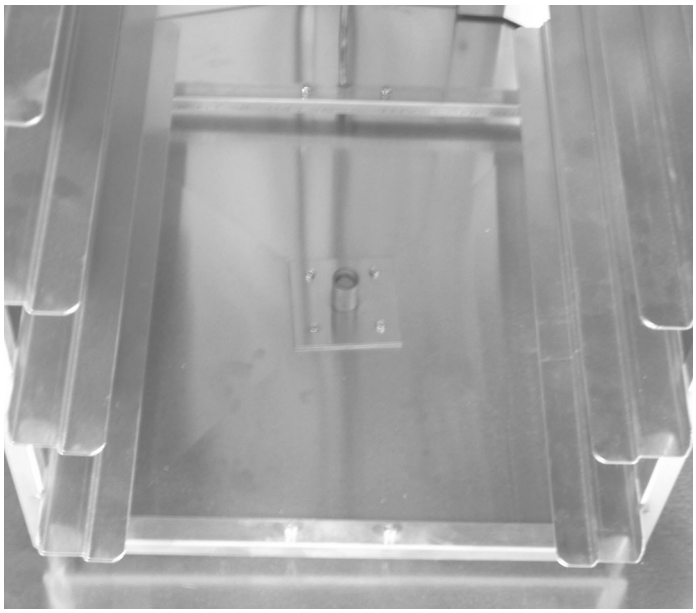

Fig. 2
3. Soulevez le plateau inférieur et retirez les quatre vis à épaulement. Retirez la plaque inférieure de la cavité du four. Voir la figure 2.